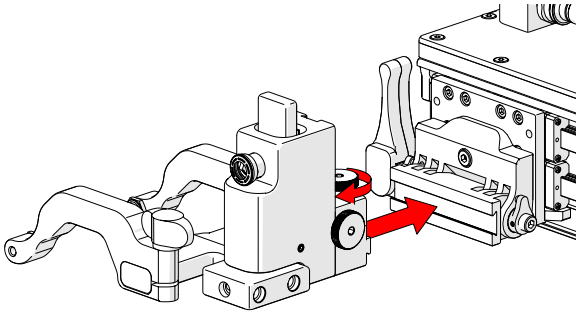

Fig. 97 - Mount probe holder to carrier
1. Loosen the probe holder adjustment knob *(Fig. 97)* and mount the heavy duty vertical probe holder's dovetail jaw to the carrier.